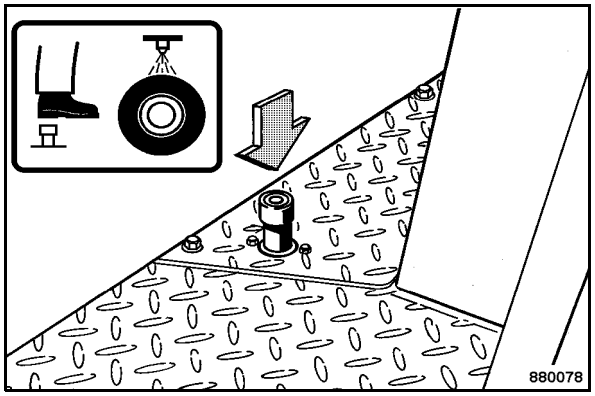

Fig. 86
- Actuate the foot switch (Fig. 86).